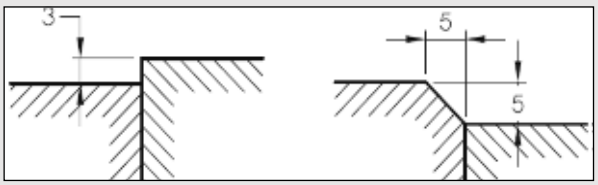

Figure 1
- 0 ±3mm vertical change in level – *see Figure 1*